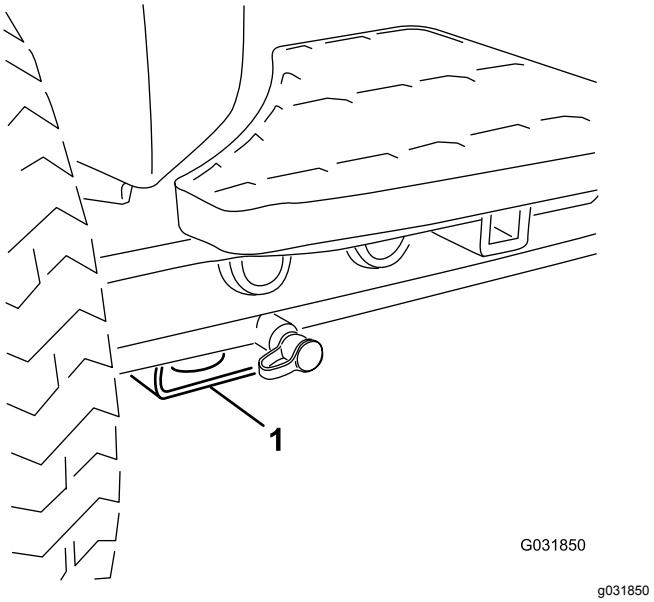

Figur 35
- Foran – rektangulær plate under akselrøret, innenfor hver av de fremre festepunktene (Figur 35).